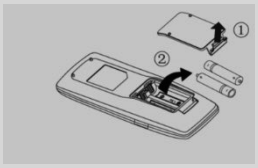

Fig. 1
1. Sollevare il coperchio nella direzione della freccia (come illustrato in Fig. 1 ①).
2. Estrarre le batterie originali (come illustrato in Fig. 1 ②).